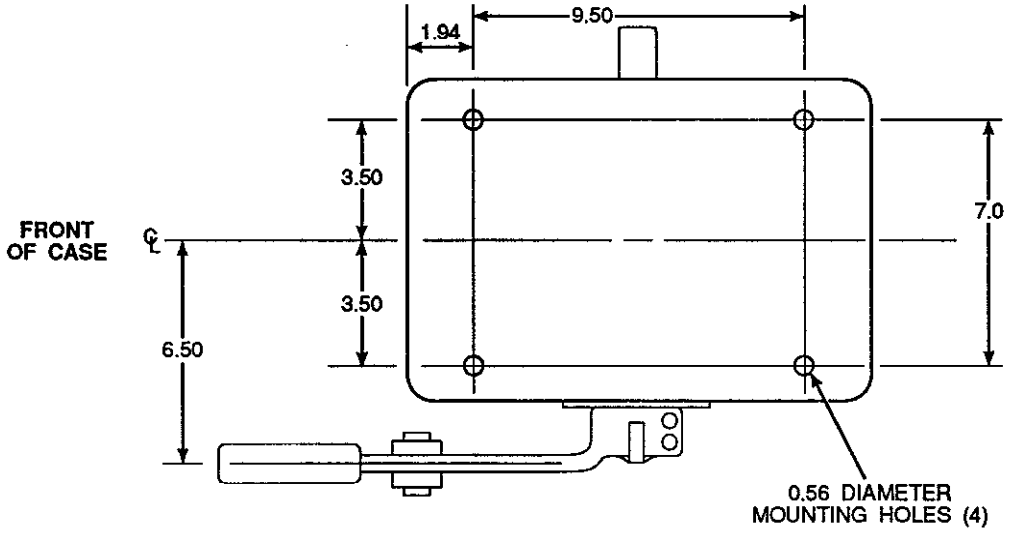

Figure 2-2. Mounting and Installation (Footprint) Drawing
1. Design and Manufacture Foundation. Foundation must be able to withstand at least 500 ft-lbs torque plus 80 lbs weight. Refer to Figure 2-2 for footprint dimensions of power positioner. Use this footprint as a guide to design foundation to match base of power positioner. Mounting holes in base are drilled for 1/2 inch foundation bolts. Decide which foundation material is best suited for your application, steel or concrete, and design and manufacture foundation.